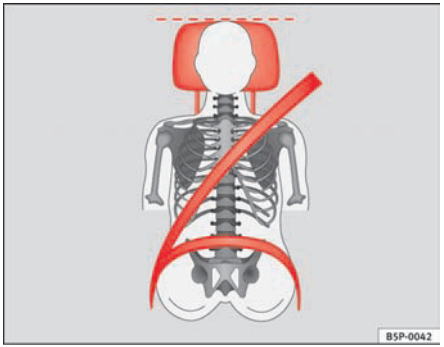
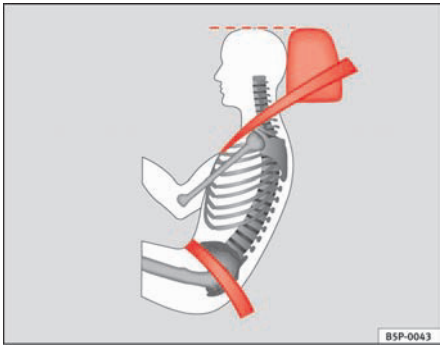

Fig. 3 Properly adjusted head restraint viewed from the front
Fig. 4 Properly adjusted head restraint viewed from the side
– Adjust the head restraint so that its upper edge is at the same level as the top of your head, or as close as possible to the same level as the top of your head and, at the very least, at eye level ⇒ fig. 3 and ⇒ fig. 4.